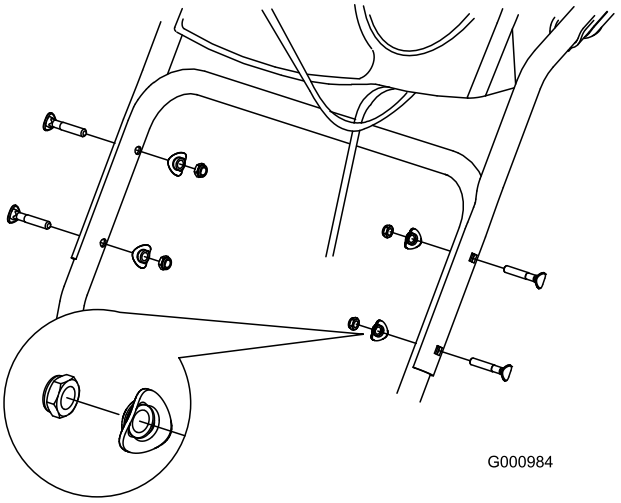

Figur 4
2. Fäst det övre handtaget med fyra handtagsbultar, fyra böjda brickor och fyra låsmuttrar från påsen med lösa delar (Figur 4).